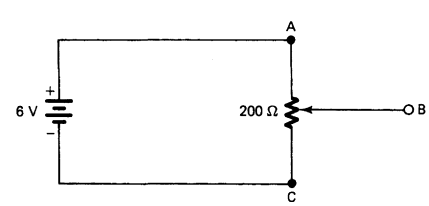

FIGURE 3-6B Potentiometer circuit.
4. Construct the circuit shown in Fig. 3-6B by applying 6 V to the outer terminals of the potentiometer (point *A* to point *C*).